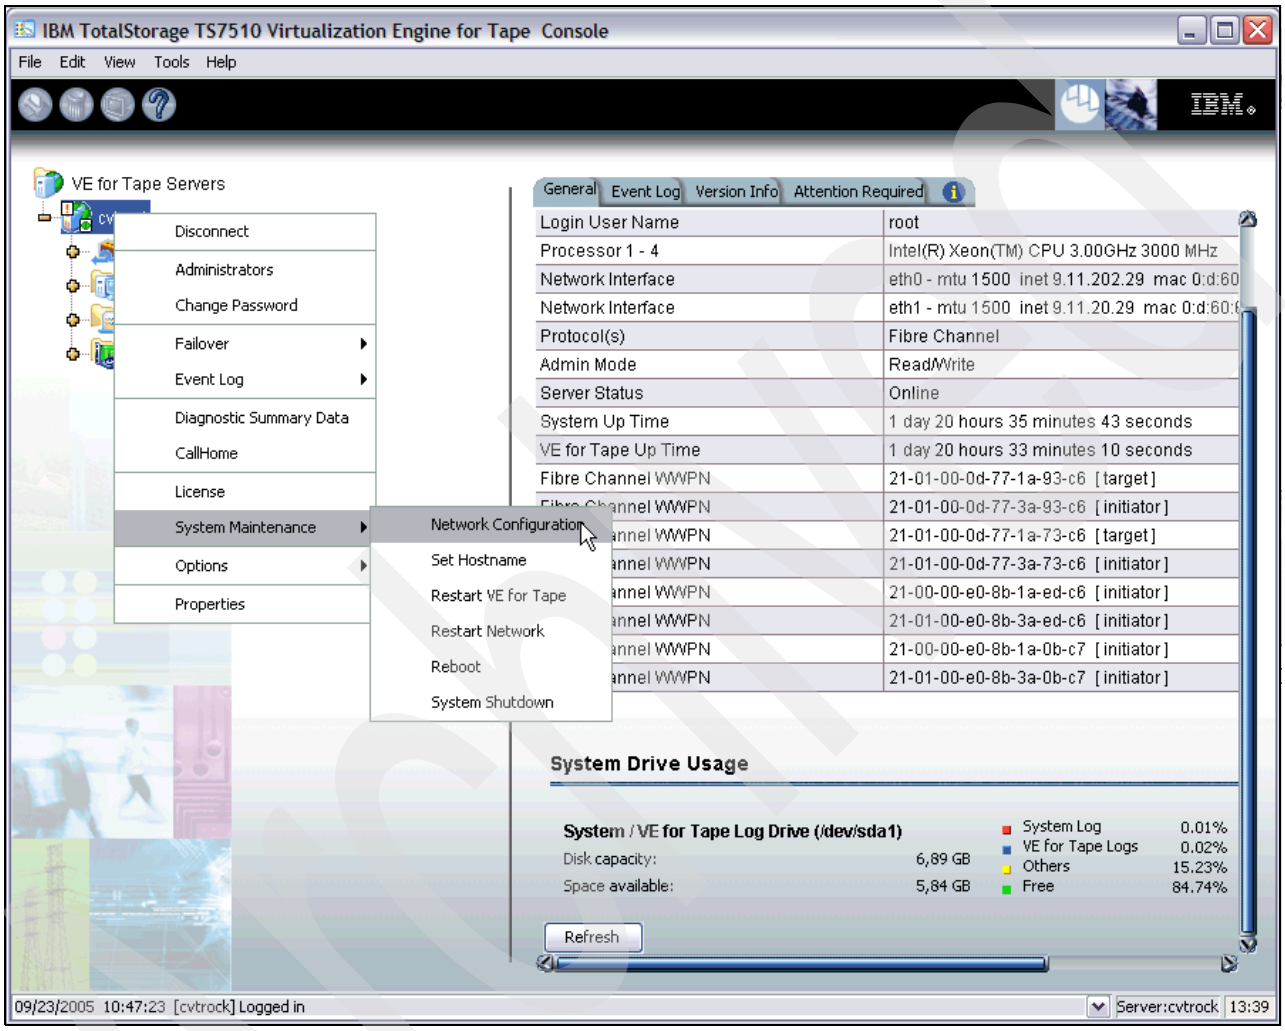

Figure 4-7 VE Console: Selecting the Network Configuration option
1. Right-click ***your TS7510 server*** and select **System Maintenance** → **Network Configuration**, as shown in Figure 4-7.